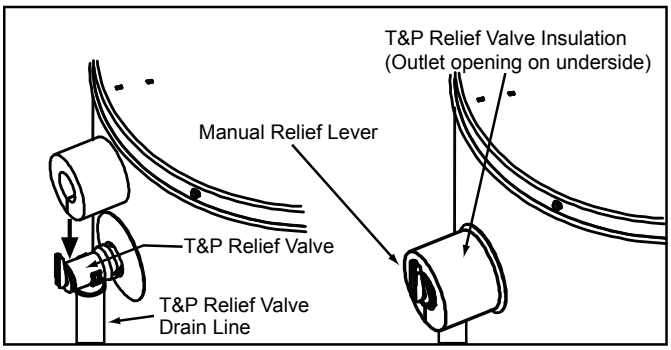

**Figure 17.**
Locate the temperature and pressure relief valve on the water heater (also known as a T&P relief valve). See Figure 17.
2. Spread the slit open and fit the insulation over the T&P relief valve. See Figure 17. Apply gentle pressure to the insulation to ensure it is fully seated on the T&P Relief Valve. Once seated, secure the insulation with duct tape, electrical tape, or equivalent. **Important:** The insulation and tape must not block the discharge opening or hinder access to the manual relief lever (Figure 17). Ensure a discharge pipe is installed into the T&P valve discharge opening per the instructions in this manual.